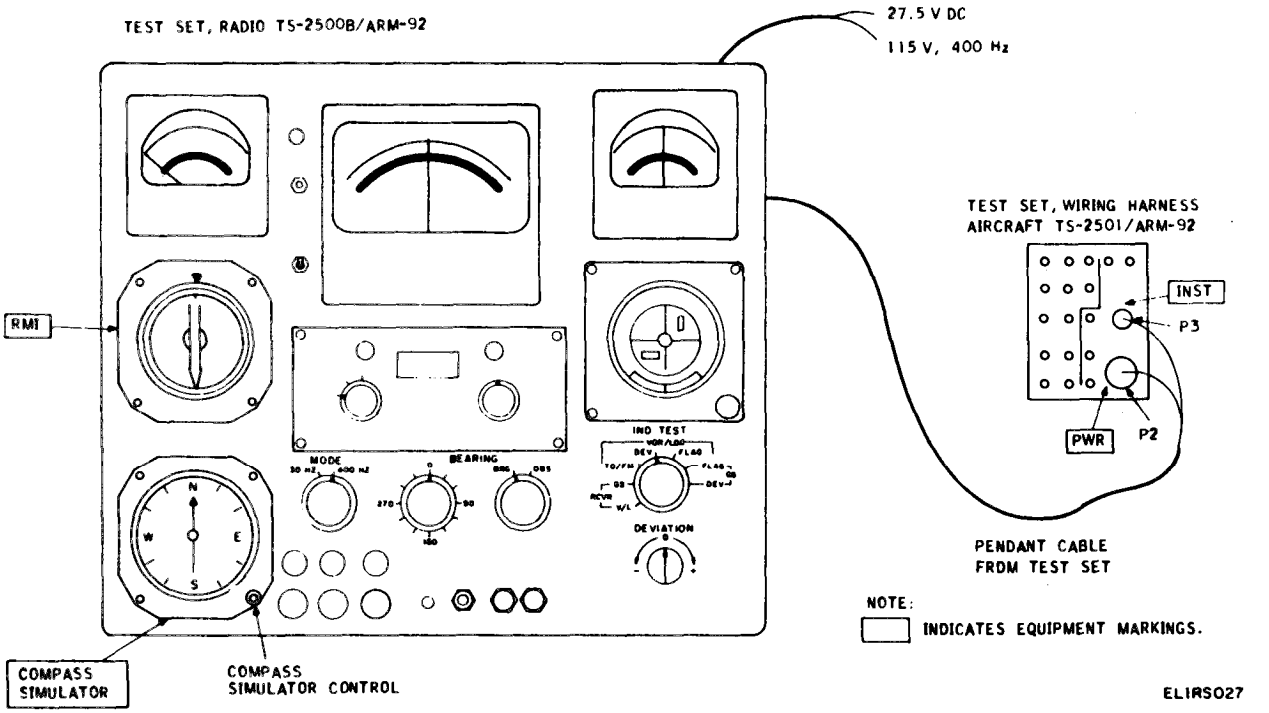

Figure 4-8. Compass simulator test set and RMI Indicator ID-250A/ARN test.
b. Test Connections and Conditions. Connect the equipment as shown in figure 4-8.